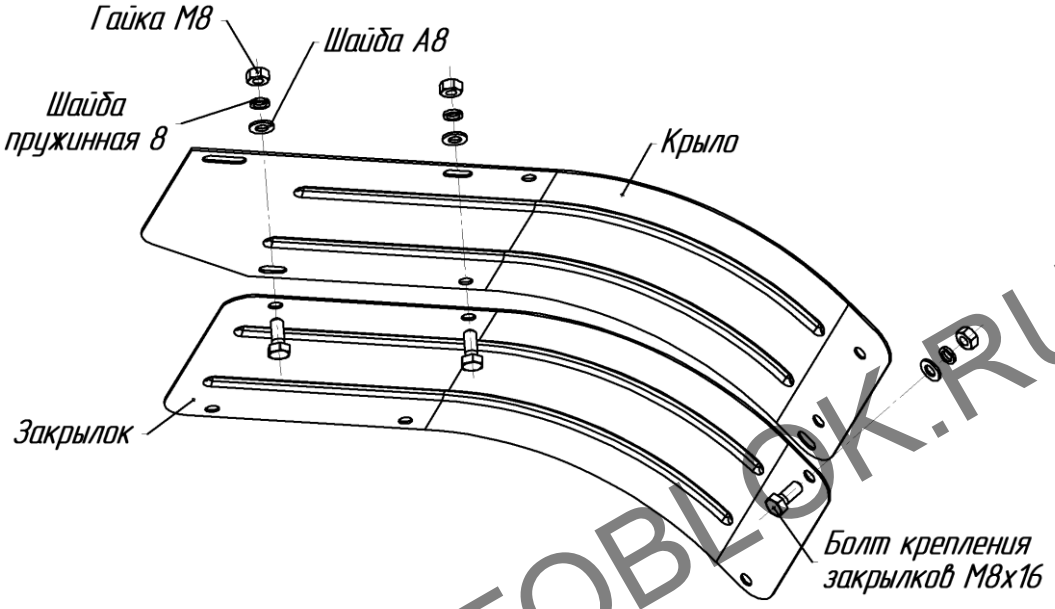

Рис.9. Схема крепления закрылков (дополнительных крыльев)
30. Защитные устройства и щитки должны быть установлены на соответствующие места и надежно закреплены с помощью исправного стандартного инструмента (рис.9).